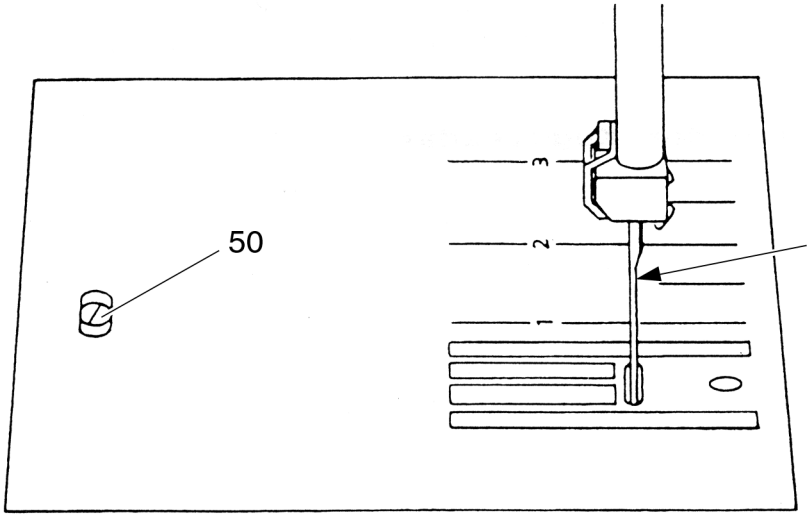

Рис. 32
- Поворачивайте установочный эксцентрик 50 до тех пор, пока передний и задний зазоры между иглой и прорезью игольной пластинки не станут одинаковыми (рис. 32).